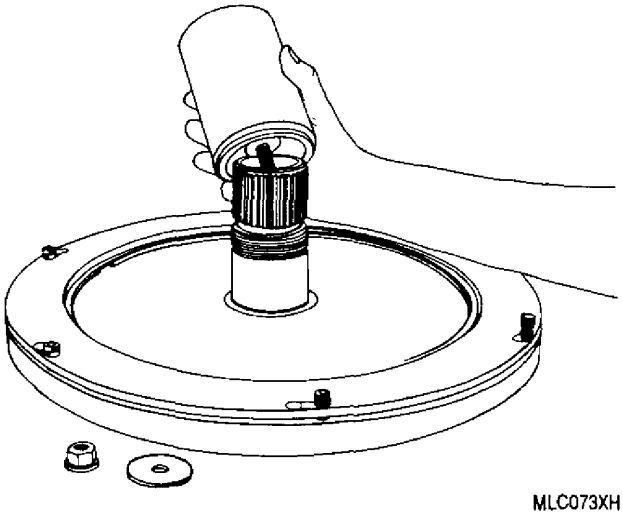

Figure 8. Installing 6796864 Fourteenth−Stage Hub and 6796865 Rim Protectors
(1) Remove the plating from the rear face of the wheel web only per paragraph 9, this WP. Removal of plating is evident when the color changes from a brownish to a silvery appearance.
(2) Install 6796864 hub protector and 6796865 rim protector on Fourteenth−Stage wheel (figure 8).
(3) Shot peen the rear face of the web only as follows: